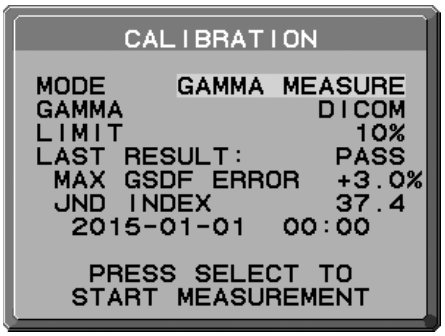

Abbildung D.1
2. Drücken Sie die Taste LINKS oder RECHTS, um für den MODUS die Einstellung GAMMA MEASURE (GAMMA-MESSUNG) auszuwählen (**Abbildung D.1**).